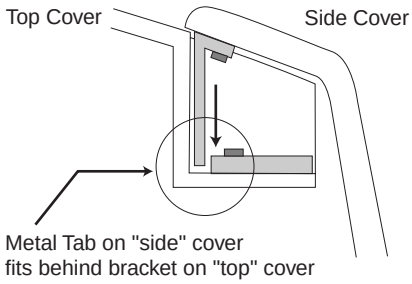

Figure 8-51 Side and Top Cover Clasp
1.) To install a side cover, place it over the top cover and let the two (2) side cover latches slide behind the metal tabs, located on the top cover. See Figure 8-51.